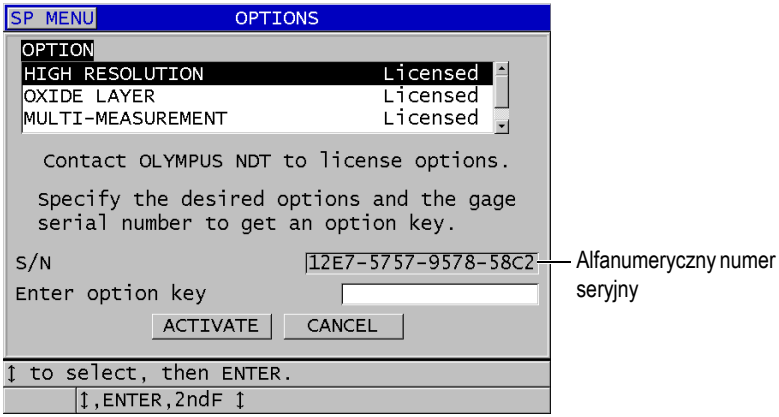

Rysunek 7-1 Ekran OPTIONS (Opcje) służący do aktywacji opcjonalnych funkcji oprogramowania
3. Z ekranu **OPTIONS** (Opcje) (patrz Rysunek 7-1 na stronie 115) zanotuj 16-znakowy alfanumeryczny numer seryjny widoczny w polu **S/N** (Numer seryjny). Na liście **OPTION** (Opcja) podany jest stan poszczególnych opcjonalnych funkcji oprogramowania, przy czym **Licensed** (Z licencją) oznacza, że funkcja jest aktywowana.
5. Na ekranie **OPTIONS** (Opcje) (patrz Rysunek 7-1 na stronie 115):